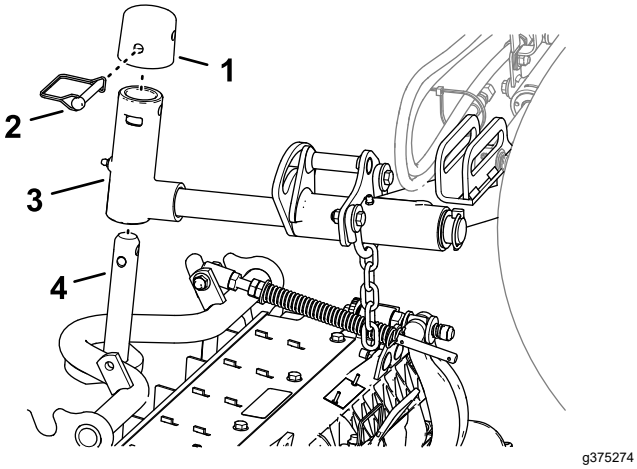

Figura 22
1. Glisai o unitate de tăiere sub braul de ridicare (Figura 22).